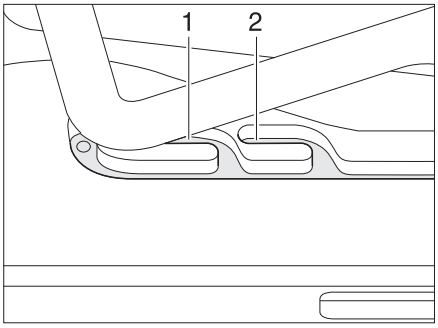
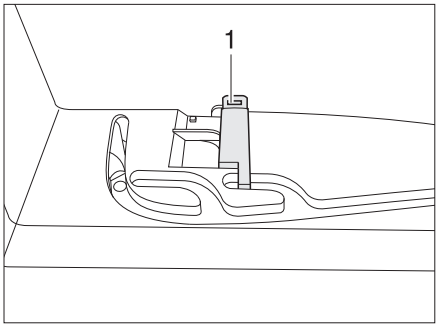

Fig. 44 Heki skylight in ventilation position
Fig. 45 Ventilation position locking mechanism
The Heki skylight can be put in two ventilation positions: Bad weather position (Fig. 44,1) and central position (Fig. 44,2). Depending on the model, the skylight can be locked in the central position with the latch (Fig. 45,1).
- Push the bar slightly upwards and into the selected guide (Fig. 44,1 or 2) and lock if necessary.